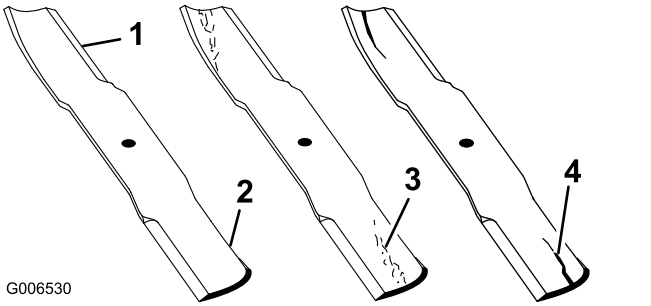

Bild 139
2. Prüfen Sie die Schnittkanten des Messers sorgfältig, insbesondere dort, wo die geraden Flächen die gebogenen berühren, siehe Bild 139.
Hinweis: Da Sand und anderes reibendes Material das Metall abschleifen kann, das die flachen und die gebogenen Teile verbindet, müssen Sie das Messer vor jedem Einsatz des Rasenmähers prüfen. Wenn Sie Abnutzungen feststellen, sollten Sie das Messer auswechseln (Bild 139).